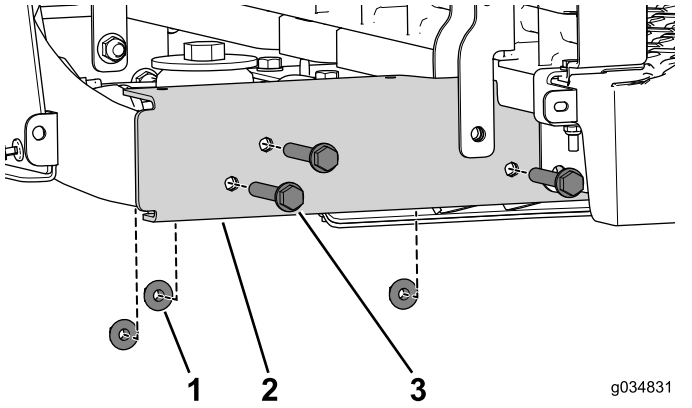

Figura 65
5. Retire los 3 pernos con arandela prensada (3/8" x 2½") y tuercas (Figura 65). Haga esto en ambos lados de la máquina.